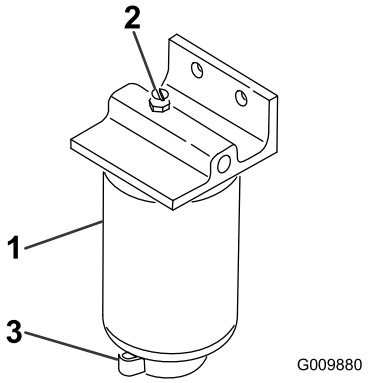

Figur 66
2. Lossa avtappningsventilen i botten på filterskålen (Figur 66).
1. Rengör området där filterskålen ska monteras (Figur 66).